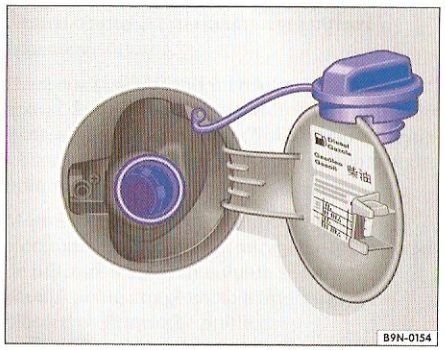

Fig. 8 Clapeta rezervorului deschisă cu capacul rezervorului agățat de clapetă.
– Agățați capacul de clapetă ⇒ fig. 8.